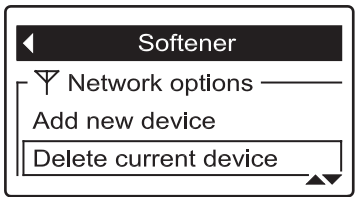

FIG. 95
3. Press the DOWN (▾) button to scroll through the menu options until **Delete current device** is highlighted in a box (See Figure 95).